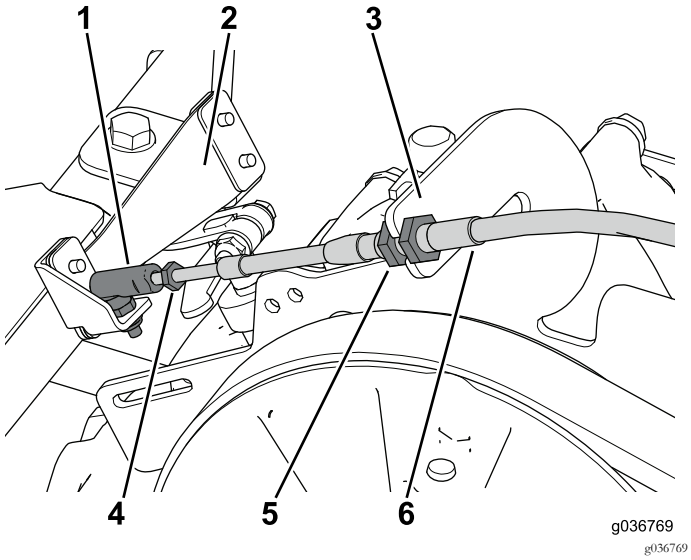

Figuur 35
2. Schroef de kogelverbinding op de schakelkabel en bevestig aan de schakelarm (Figuur 35).